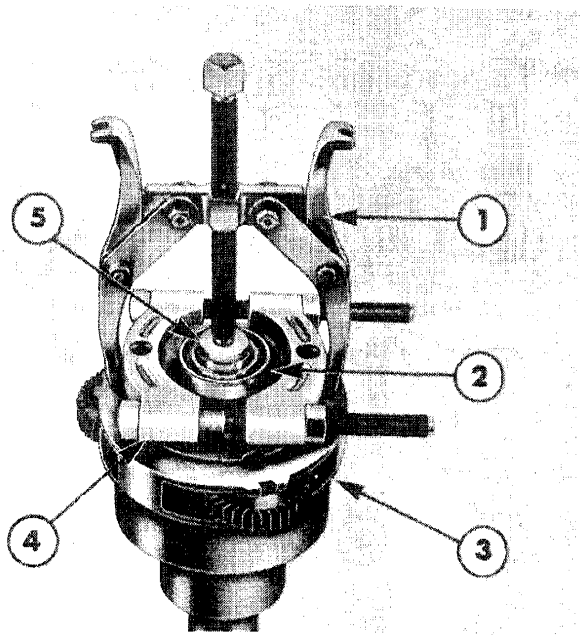

Figure 10
15. Remove the pilot bearing from the shaft using Tool Nos. 1002, 630S/4 and 951, as shown in Figure 10.